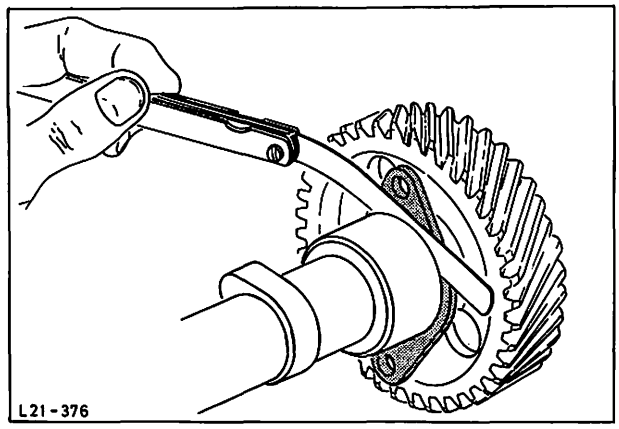

Abb. 67 Seitliches Spiel der Halteplatte messen
40. Nockenwellen-Zahnrad auf einer Heizplatte auf 250° C erhitzen, Halteplatte auf die Nockenwelle schieben und Scheibenfeder einsetzen. Nockenwellen-Zahnrad (mit der geschliffenen Nabe zur Welle zeigend) mit Hilfe einer Presse so weit aufpressen, daß zwischen Anschlag und Halteplatte ein Spiel von 0,05-0,15 mm entsteht, Abb. 67. Nockenwelle einölen und einbauen, Halteplatte mit vorgeschriebenem Drehmoment festziehen.